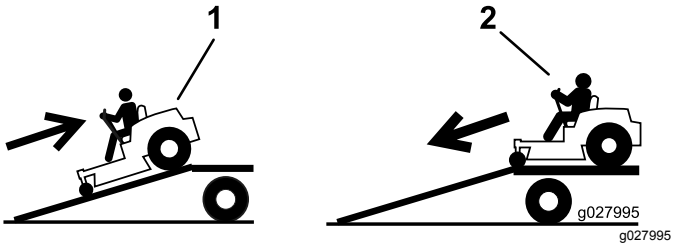

Figur 39
4. Rygg maskinen opp på rampen (Figur 39).
2. Kjør maskinen fremover ned fra rampen (Figur 39).